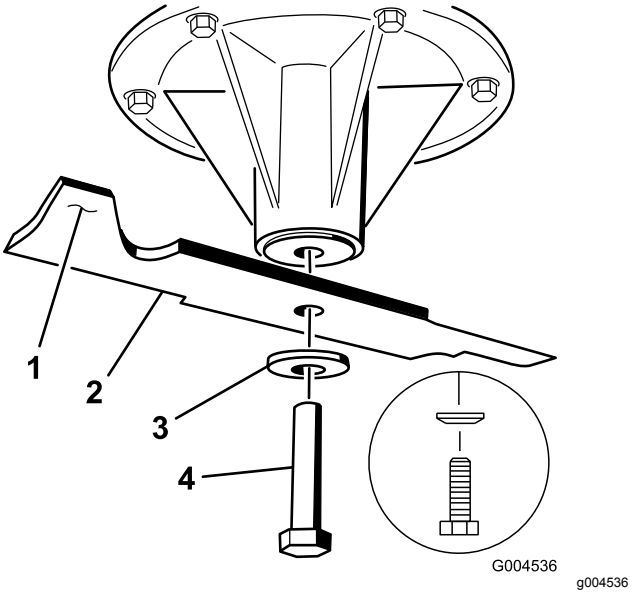
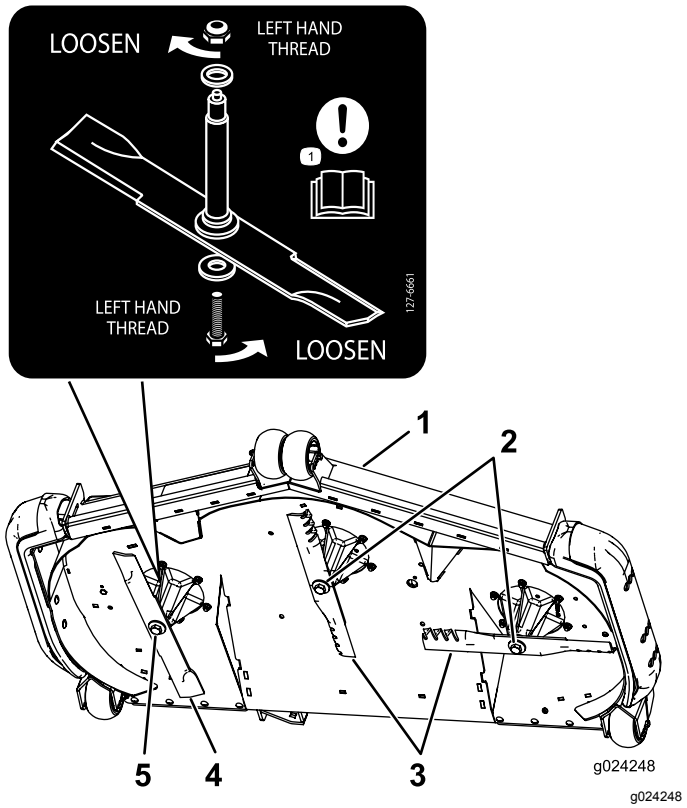

Figuur 95
Figuur 96
Belangrijk: **Het rechtermes van dit maaidek draait linksom: de mesbout is voorzien van linkse schroefdraad. Gebruik Figuur 96 om de maaimessen juist te kunnen plaatsen.**
1. Monteer het middelste en linkermes, de klemringen en de mesbouten op de spilassen (Figuur 95 en Figuur 96).
Opmerking: Monteer de kegel van de klemring zodat deze naar de kop van de bout wijst (Figuur 95).
2. Monteer het rechtermes, de klemring en de mesbout (linkse schroefdraad) op de spilas (Figuur 95 en Figuur 96).